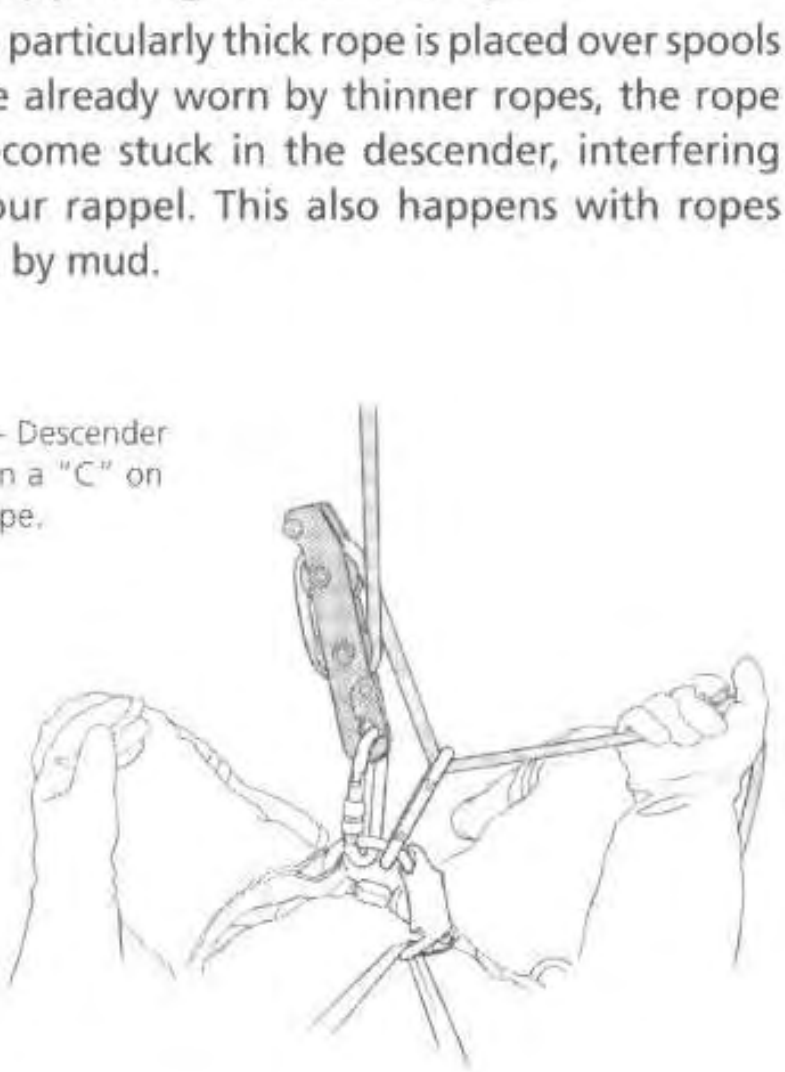

Fig. 155 – Descender installed in a "C" on thicker rope.
- Load the rope in a "C" instead of an "S" around the spools (this is also called a Zero). Don't forget to use your braking carabiner (fig. 155).